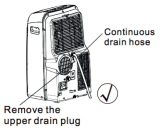

Fig.20a
hose directly over the drain area in your basement floor. Please refer to Fig.20a.
**NOTE:** Make sure the hose is secure so there are no leaks. Direct the hose toward the drain, making sure that there are no kinks that will stop the water flowing. Place the end of the hose into the drain and make sure the end of the hose is down to let the water flow smoothly. (See Fig.20a,20b,21a).Do never let it up.(See Fig.21b).